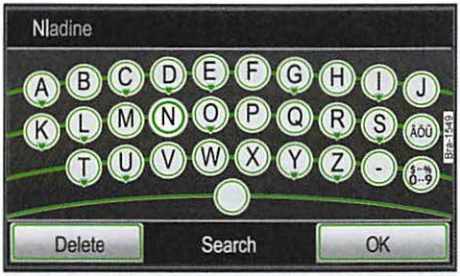

Fig. 76 Searching address book entries.
- Enter the desired name in the input screen ⇒ fig. 76.